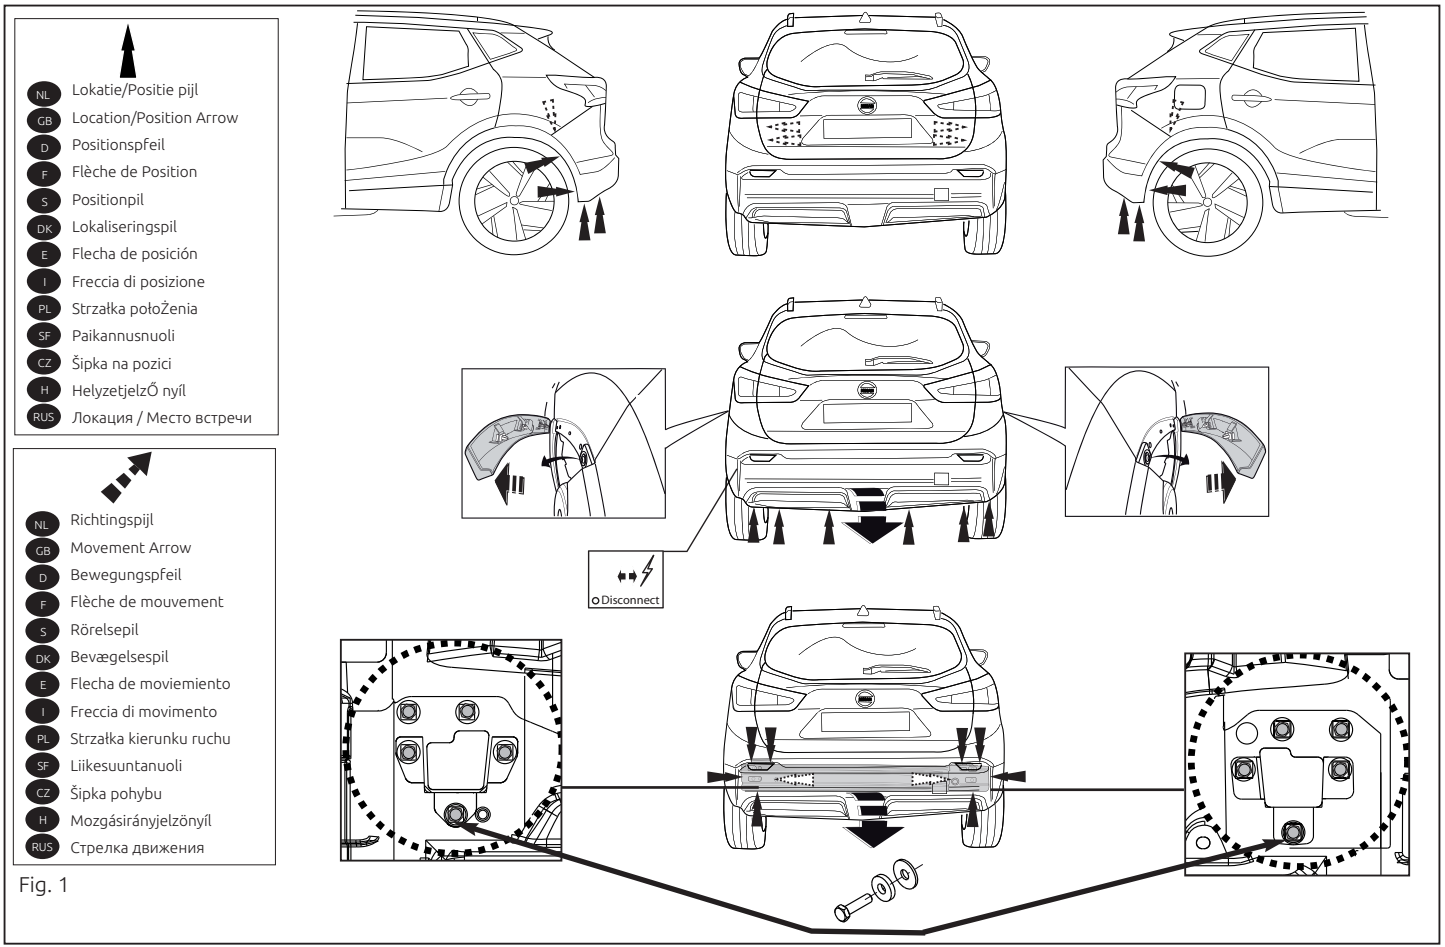

Fig. 1
1. Снять бампер вместе со стальным буферным брусом автомобиля. Буферный брус больше не понадобится. Поставить болты и гайки на место. См. рисунок 1.